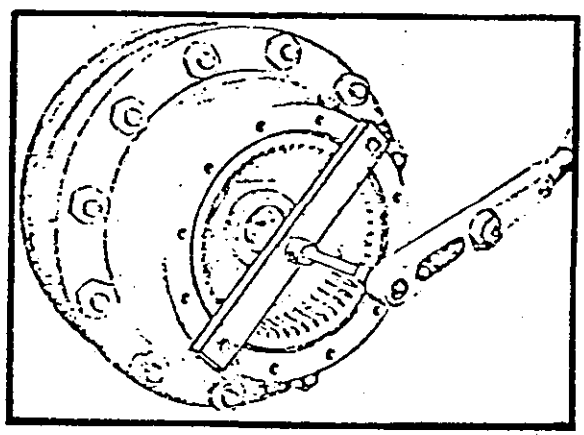

FIGURA 2
C. Instale um torquímetro de baixa capacidade conforme Figura 2.